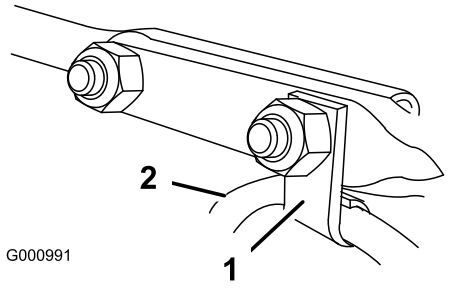

Figur 16
6. Sæt den kabelklemme, der støtter deflektorkablet, fast på bræddebolten til fremadkørsel, og fastgør bræddeboltene med låsemøtrikkerne fra posen med løse dele (Figur 16).